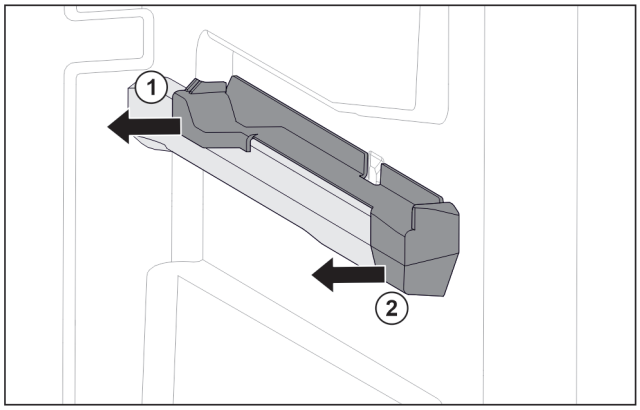

Fig. 149 Attachment on the right moulded rib
- ▶ Pull off attachment at the back sideways. *Fig. 149 (1)*
- ▶ Pull off attachment at the front sideways. *Fig. 149 (2)*